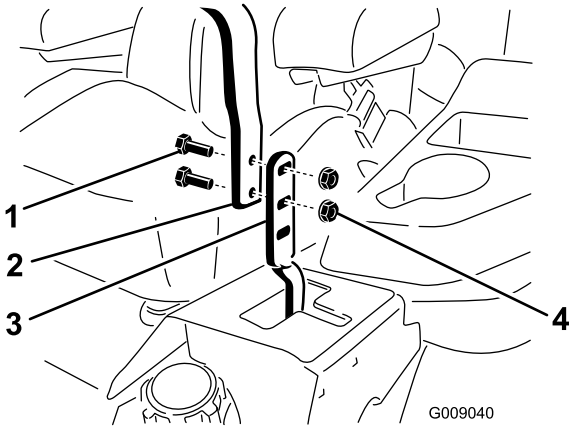

Figuur 76
3. Draai de bouten en flensmoeren van de hendels los (Figuur 76).